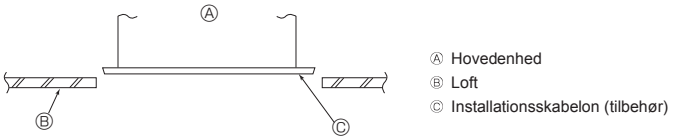

Fig. 4-7
4.6. Kontrol af hovedenhedens placering og spænding af suspensionsboltene (Fig. 4-7)